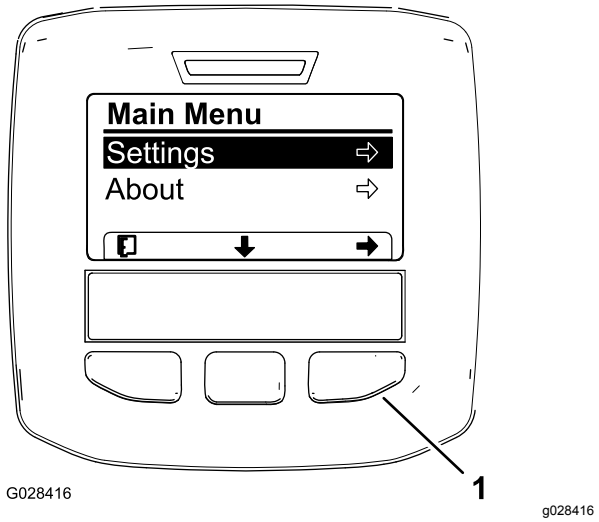

Figur 52
3. Tryk på den midterste valgknap for at få vist hovedmenuen (Figur 52).
5. Tryk på den venstre valgknap for at gemme dine valg, afslutte menuen Indstillinger og vende tilbage til hovedmenuen (Figur 52).
9. Tryk på den venstre valgknap for at afslutte menuen Indstillinger og vende tilbage til hovedmenuen (Figur 54 og Figur 52).